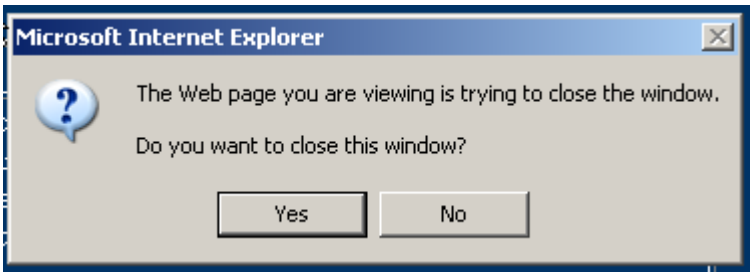

Figure 8 Close Window Screen
3. Click **Close window**. The "Do you want to close this window" window displays (Figure 8).